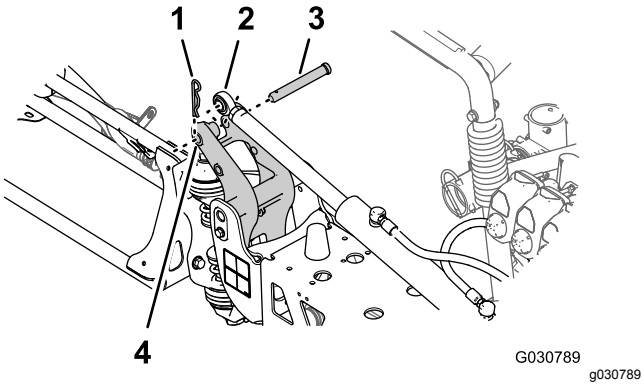

Figuur 101
6. Lijn het stanguiteinde van de hefcilinder uit met de opening van 25 mm in de arm van de draaifitting (Figuur 101).
7. Bevestig de hefcilinder aan de draaifitting; gebruik hierbij de gaffelpen en de R-pen (Figuur 101) die u verwijderd hebt in stap 3 van De hefcilinder verwijderen (bladz. 30).